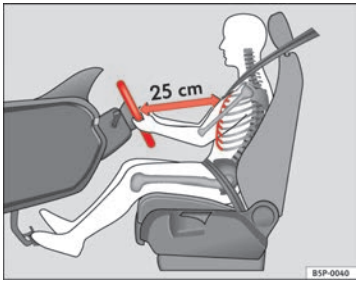

Fig. 116 Proper sitting position for driver
– Adjust the steering wheel in this way until the correct position is set ⇒ fig. 116.
- **Adjust the driver seat or steering wheel so that there is a distance of at least 25 cm between the steering wheel and your chest ⇒ page 155, fig. 116. If you fail to observe the minimum distance, the airbag will not protect you. Risk of fatal injury.**